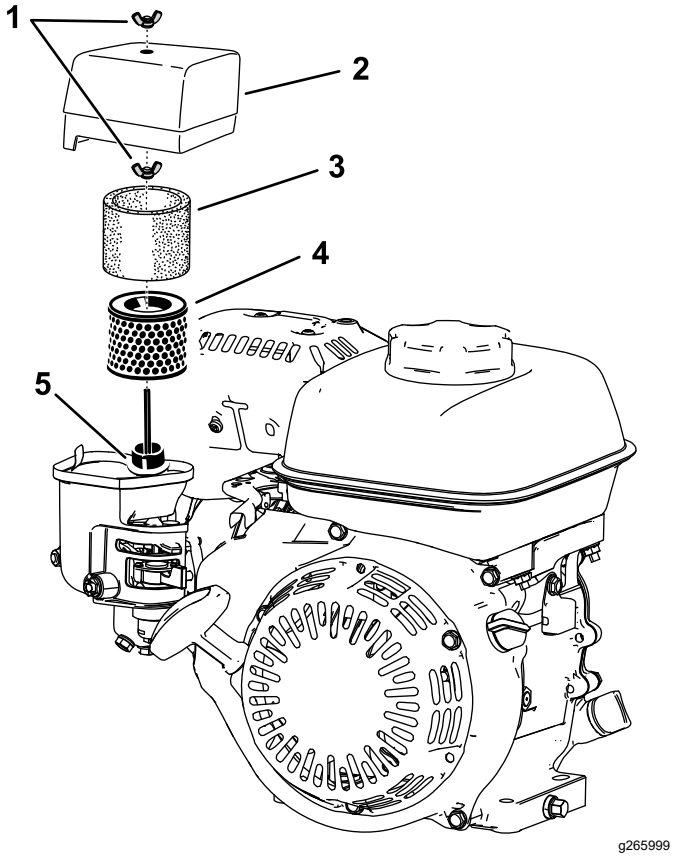

Figur 31
2. Fjern vingemutteren som holder luftrenserdekslet (Figur 31).